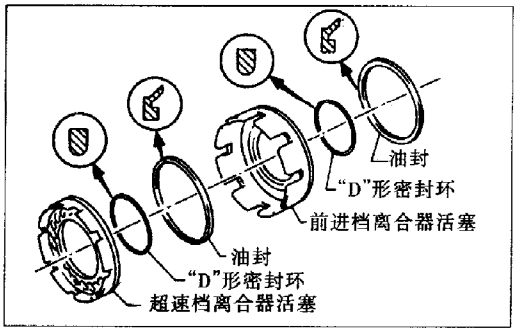

图 5-4-88
(10)拆卸前进档离合器活塞及超速档离合器活塞中的"D"形密封圈及油封,见图 5-4-88。